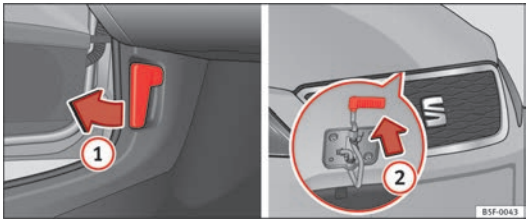

Fig. 112 Alavanca de desbloqueio no espaço para os pés do condutor e alavanca debaixo do capot
– Puxe a alavanca que existe por baixo do painel de instrumentos no sentido da seta (1) ⇒ Fig. 112.
– Faça pressão em sentido ascendente sobre a saliência situada debaixo do capot ⇒ Fig. 112 (2). Ao fazê-lo, o gancho de fixação fica desbloqueado.